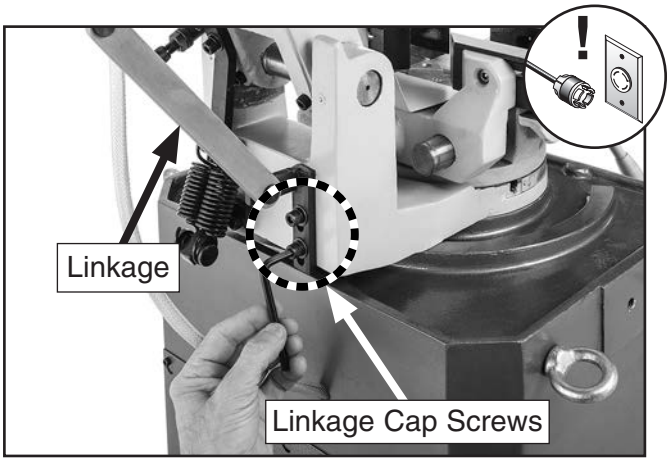

Figure 20. Removing guard linkage.
2. Disconnect blade guard linkage by removing two cap screws connecting linkage to the base of column neck (see **Figure 20**).